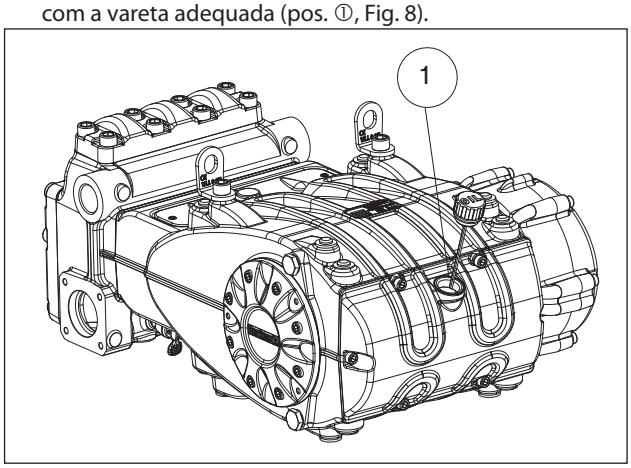

Fig. 8
5. O óleo no carter da bomba esteja no nível, verificando-o com a vareta adequada (pos. ①, Fig. 8).